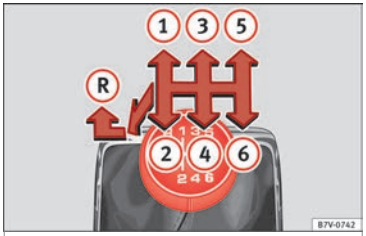

Bild 48 Växlingsmönster för 6-växlad manuell växellåda
Växlarnas läge visas på växelspaken »» **bild 48**.
- När växelspaken är i neutralläge, tryck den uppåt, flytta den till höger så långt det går och sedan framåt för att välja back »» **bild 48** (R).